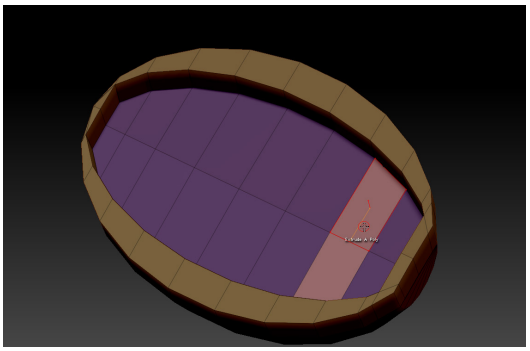
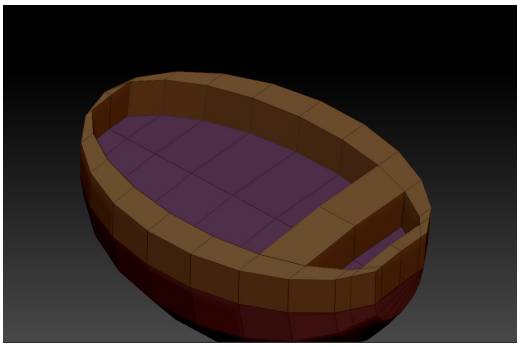

Figure 3-120 *The selected polygons*
Figure 3-121 *The polygons extruded*
8. Select the polygons using the ALT key, as shown in Figure 3-120, and drag the cursor upward; the polygons are extruded, as shown in Figure 3-121 .